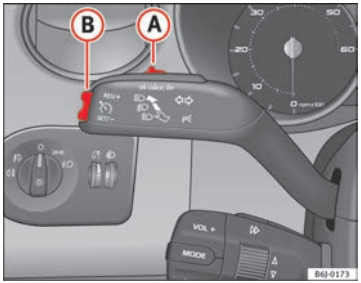

Fig. 124 Turn signal and main beam headlight lever: switch and rocker switch for the cruise control
– Press the upper part **RES** of the rocker switch ⇒ Fig. 124 (B) to increase the speed. The vehicle will continue to accelerate as long as you keep the rocker switch pressed. When you release the switch, the new speed is stored.
Cruise control is switched off if you reduce speed by depressing the brake pedal. Reactivate the control by pressing once on the upper part of the rocker switch **RES+** ⇒ Fig. 124 (B).